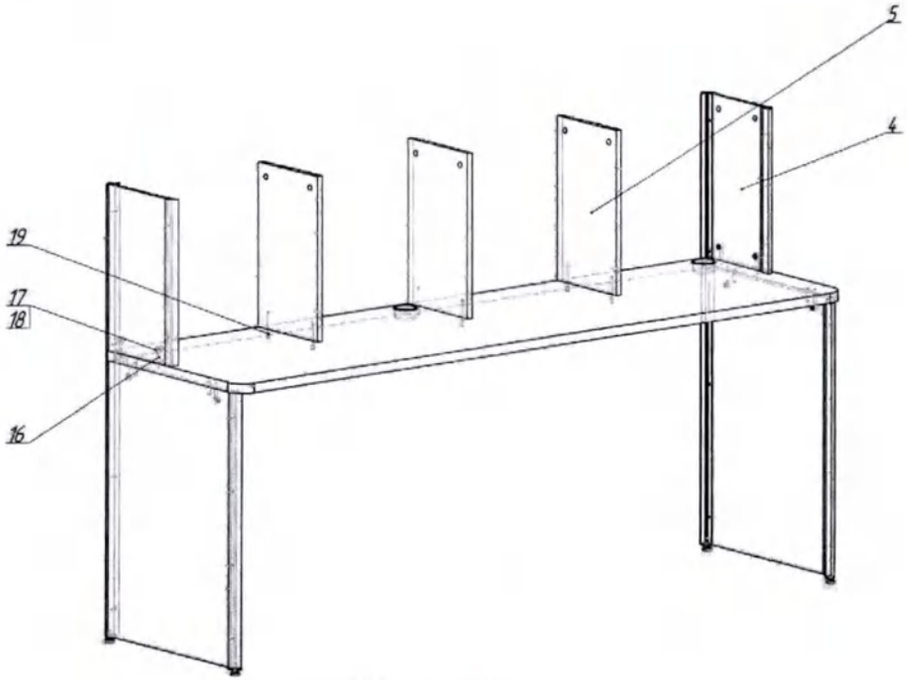

Рисунок 4
4.12. Установить ранее собранные стойки надстройки на столешнице так, чтобы головки штоков и шканты вошли в подготовленные отверстия панелей. **Особого давления на панели не прилагать** (рисунок 4).
4.13. С помощью крестовой отвертки или ключа, поворачивая по часовой стрелке эксцентрики, притянуть панели надстройки к столешнице стола. Закрыть эксцентрики заглушками (18) (рисунок 4).
4.14. Дополнительно закрепить боковые панели надстройки на передних профилях при помощи саморезов 3,5x16 (14) (рисунок 4).
4.15. Закрепить средние панели надстройки при помощи евровинтов 7x70 (19) (рисунок 4).